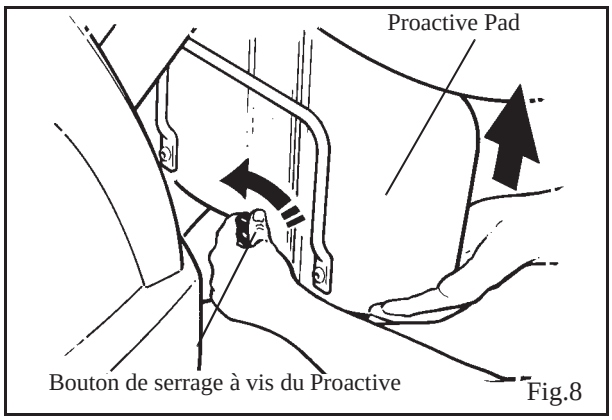

Fig.8
2. Lorsqu'on obtient la hauteur correcte, resserrer le bouton. (Voir Fig. 8)